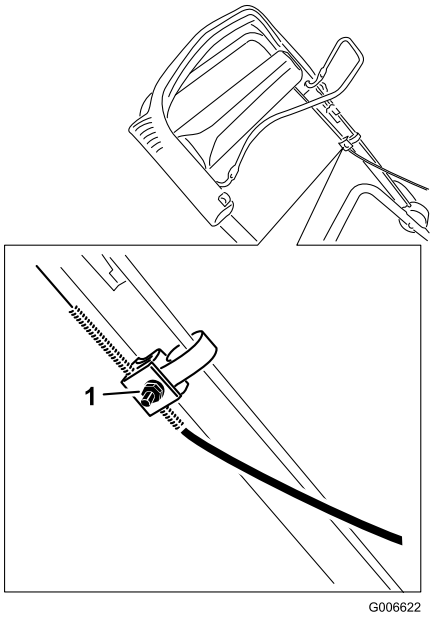

**Figur 26**
1. Løsn møtrikken på kabelbeslaget (Figur 26).